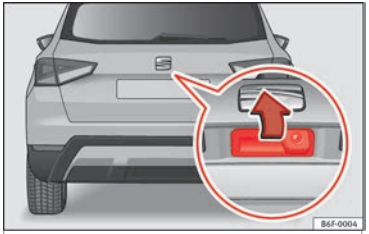

Fig. 6 Rear lid: handle
The rear lid opening system operates electrically*. It is activated by exerting slight pressure on the handle ››› **Fig. 6**.
- Opening the rear lid: exert slight pressure on the handle ››› Fig. 6. The rear lid opens automatically.